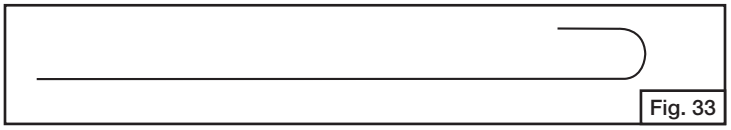

Fig. 33
1. To remove the above obstructions, use an accessory flexible venturi brush or bend a small hook on one end of a 20-inch long flexible wire such as the one shown in Fig. 33.
4. Look inside lower end of venturi tube for nests, webs or mud. If present, clean as noted in Step 1, Fig. 33.